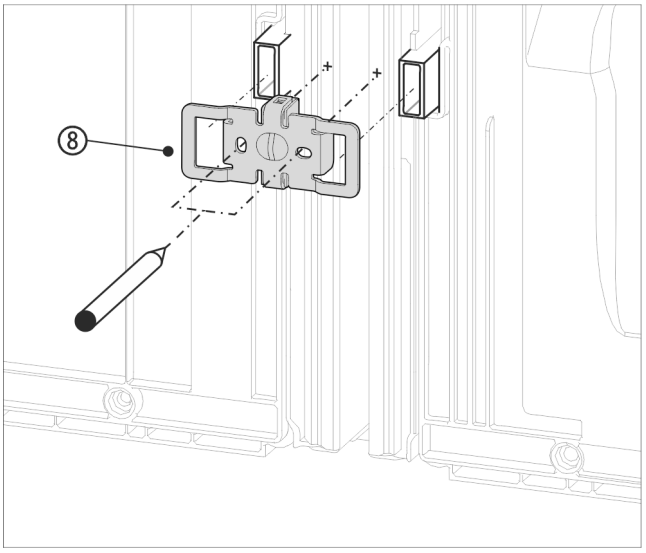

Fig. 17 Zobrazení příkladu
- ▶ Úhelník *Fig. 17 (8)* zasuňte vybráním přes úchyt pro vymezovač odstupu od stěny.